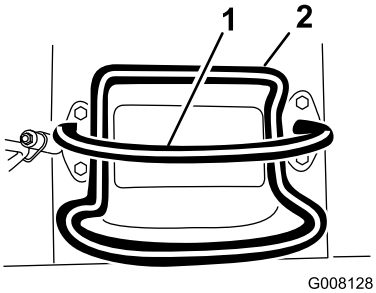
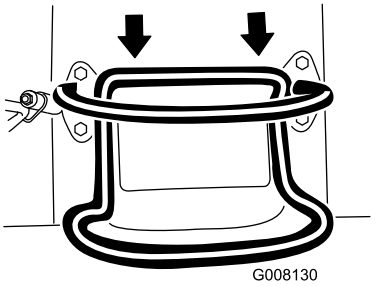

Rysunek 7
Rysunek 9
- Aby jechać do tyłu, ustaw dźwignię sterowania zespołem jezdnym do tyłu (Rysunek 9). **Podczas cofania, spoglądaj do tyłu, zwracając uwagę na przeszkody i trzymaj obie dłonie na drążku wzorcowym (Rysunek 7).**
- Aby się zatrzymać, zwolnij dźwignię sterowania zespołem jezdnym (Rysunek 7).